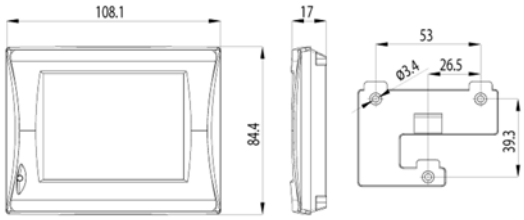
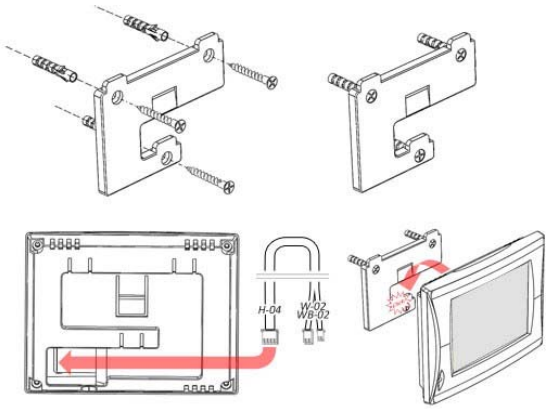

Рисунок 6 - Пульт управления
Рисунок 7 - Схема монтажа пульта управления
5.1.8 Смонтируйте пульт управления (Рисунок 6) согласно схеме монтажа (Рисунок 7). Монтаж пульта управления можно производить только на вертикальные поверхности.